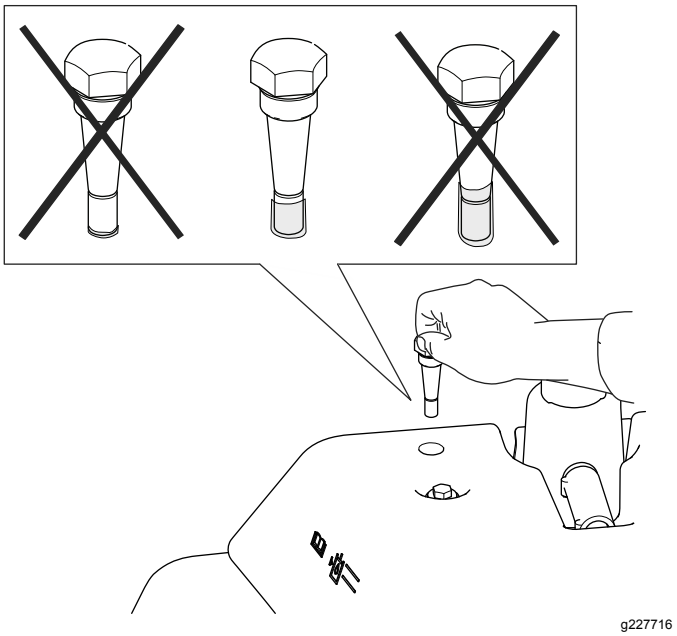

Figuur 49
4. Verwijder de peilstok en controleer het vloeistofpeil. Als het zich tussen de markeringen op het kijkglas bevindt, is er voldoende vloeistof. Als het vloeistofpeil niet tussen de markeringen ligt, moet u het vloeistofpeil dienovereenkomstig aanpassen (Figuur 49).